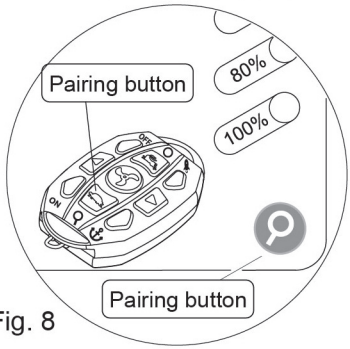

Fig. 8
Press and hold below the battery status lights on the motor (Fig. 8) and (also the Slower button) on the remote at the same time for three (3) seconds or until you hear 3 beeps indicating that connection has been made and the remote and motor are paired. Release fingers from both buttons.